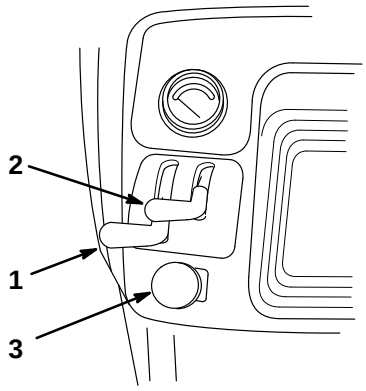

Figure 13
3. Pousser le bouton de prise de force (PDF) en position d'arrêt (OFF) (Fig. 13).
4. Mettre la manette de starter en position engagée (si le moteur est froid) (Fig. 13).
5. Mettre la manette des gaz à mi-chemin vers la position RAPIDE (Fig. 13).
7. Lorsque le moteur a démarré, ramener lentement la manette de starter en position dégagée (Fig. 13). Si le moteur hésite ou cale, ramener la manette de starter en position engagée durant quelques secondes. Mettre ensuite la manette des gaz dans la position souhaitée.
1. Mettre la manette des gaz en position LENT (Fig. 13).